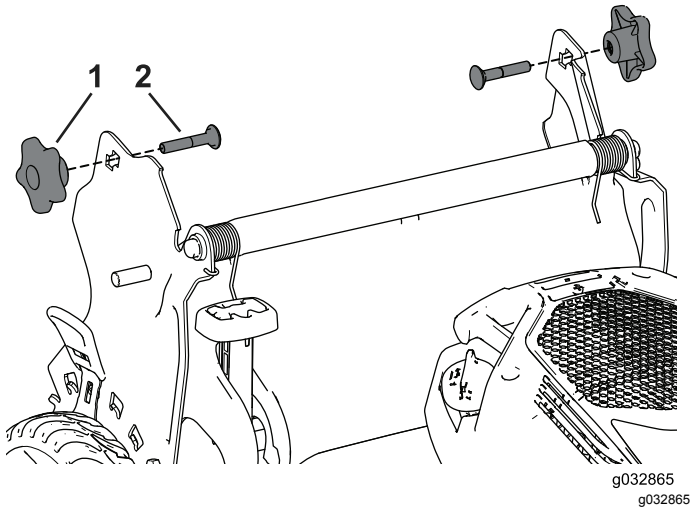

Figura 24
4. Inserte el perno de cuello cuadrado (con la cabeza del perno hacia el interior) a través del soporte del manillar y del orificio superior del extremo del manillar. Asegúrese de que los bordes cuadrados de cada perno de cuello cuadrado entre en el orificio cuadrado superior o inferior de su soporte del manillar relacionado (Figura 24).